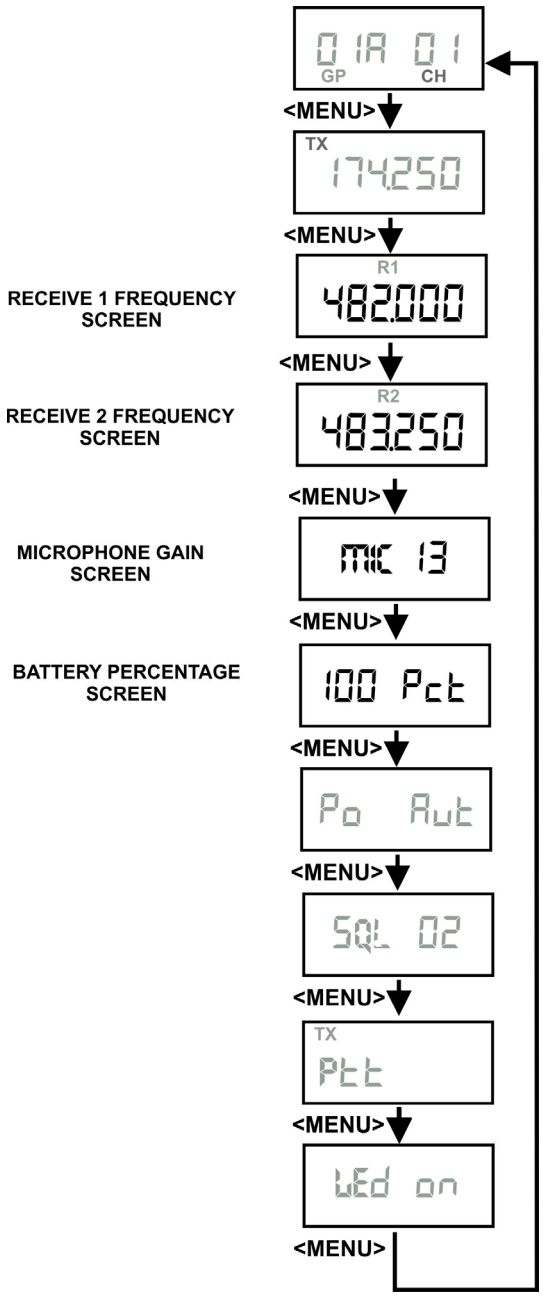

**FIGURE 78.**
1. Set the **unit** to the desired user-defined group and channels. *See Groups and Channels Instructions. The menu structure in Figure 78 indicates how to get to the receive frequency screen.*